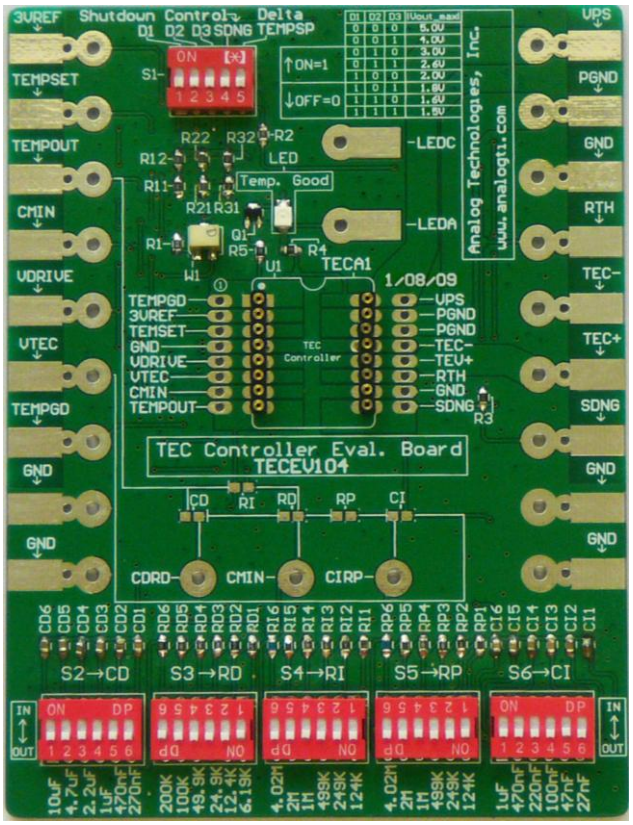

Abbildung 1. Foto des TECEV104
Für ein Foto des Controllers siehe Abbildung 1. Das TECA1-5V-XV-D TEC Controllermodul befindet sich in der Mitte der TECEV104 Evaluationsplatine. Die Spannung aller Pins kann direkt gemessen werden durch Überprüfung der Durchkontaktierungen links und rechts von den Modulsteckplätzen, welche direkt mit den Pins des elektronischen Moduls verbunden sind. Einige Pins sind auch durch zwei Durchkontaktierungen an den Ecken der Hauptplatine mit den Lötpads verbunden. Die Namen aller Knoten sind auf der Hauptplatine verzeichnet.
1. Schließen Sie die Stromversorgung, TEC und den Thermistor an. Es befinden sich zwei Lötpads im oberen rechten Bereich an der Ecke, um die DC Versorgungsspannungen mit der richtigen Polarität wie auf der Platine angegeben zu verbinden. Im Normalfall ist die Stromversorgung auf 5V eingestellt. Es gibt zwei weitere Lötkontakte auf dem mittel-rechten Bereich der Ecke, um die TEC Terminals mit der richtigen Polarität wie auf der Platine angegeben zu verbinden. Verbinden Sie die Terminals des Thermistors mit der Platine; es gibt keine Vorgaben bezüglich der Polarität. Auf der Oberseite der Platine befindet sich die Schalterreihe S1; der fünfte Schalter Delta TEMPSP wird genutzt, um die Verbindung oder die Unterbrechung der Verbindung des Thermistors zu kontrollieren. Diese Verbindungen können hergestellt werden durch Aufklipsen oder Löten der Pads (siehe Abbildung 1). Überprüfen Sie die Verbindungen auf der Evaluations-Platine um sicherzustellen, dass diese korrekt verbunden sind.
a. Um die derzeitige Solltemperatur zu erfahren, benutzen Sie einen Voltmesser, um die Spannung zwischen TEMPOUT und den GND-Pins zu messen; das Resultat ist: Zieltemperatur (target temperature) = 15C + (TEMPOUT Spannung (V))*6.67C als Annäherung (siehe die Kurve auf dem TEC Controller Datenblatt).
c. Um Werte des Kondensators zu testen, welche nicht von der Evaluationsplatine für die Kondensatoren im Kompensationsnetzwerk angezeigt werden, bewegen Sie den Kondensatorschalter auf die "OUT"-Position und verbinden Sie die Komponente mit den entsprechenden Lötpads, die auf der Evaluationsplatine verzeichnet sind (siehe Abbildung 1).
d. Um den TEC Controller auszuschalten, bewegen Sie den Schalter für die Abschaltung SDNG auf die "Off" Position (siehe Abbildung 1).